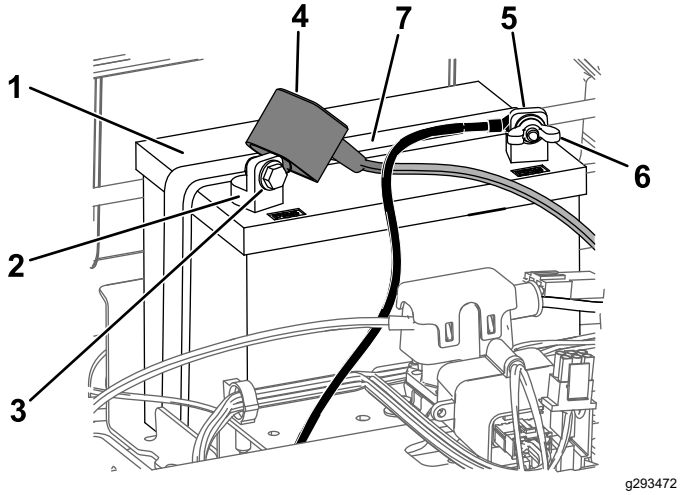

Figure 48
4. Débranchez le câble négatif (noir) de mise à la masse de la borne de la batterie (Figure 48).
6. Débranchez le câble positif (rouge) de la borne de la batterie (Figure 48).
7. Déposez la barrette de maintien de la batterie (Figure 48) et soulevez la batterie de son support.
1. Placez la batterie sur son support (Figure 48).
5. Fixez la batterie en place à l'aide de la sangle de maintien (Figure 48).